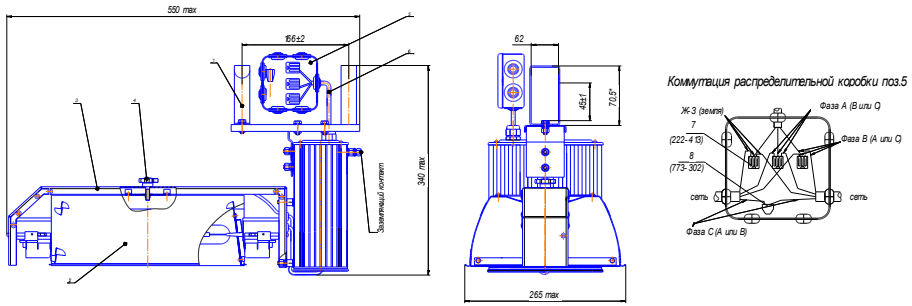

Рис. 1
1.1 Светильник ЖСП38Рш-1000-003У5 (рис.1) предназначен для досветки растений и светокультур в вегетационно-климатических сооружениях.
8.1 Закрепить светильник за узел подвеса (1) на ригель, удалить транспортную прокладку под нижней крышкой светильника, установить отражатель (2) на кронштейн (3) светильника и закрепить спецвинтом (4). Установить распределительную коробку (5) в разрыв шлейфа питания сети, произвести коммутацию сети с сетевым шнуром (6) светильника при помощи соединительных клемм (7, 8), корпус заземлить (см. рис.1и 2). Соединительный шнур светильника закрепить кабельным хомутом, чтобы исключить возможность его выдергивания и скручивания из распределительной коробки, установить лампу в патронодержатели.
9.1 Светильник эксплуатируется с креплением подвеса «Рш» (1) на монтажный профиль прямоугольной формы с размерами полки 60х35 мм (рис.1).